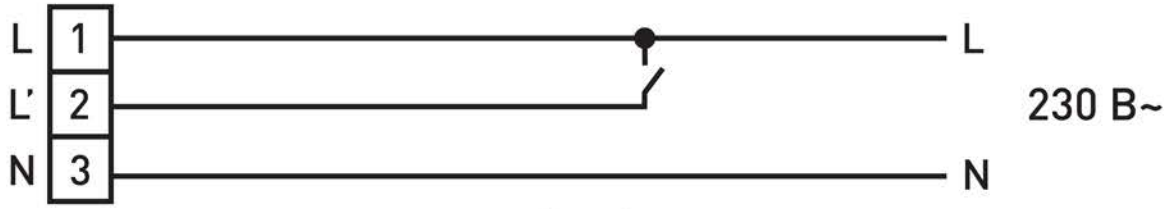

Рис. 4
6.8.4 Монтаж светильника на подвесах (рисунок 4) производить при помощи скоб монтажных 1, входящих в комплект изделия, и тросов 2 (тросы в комплект не входят).